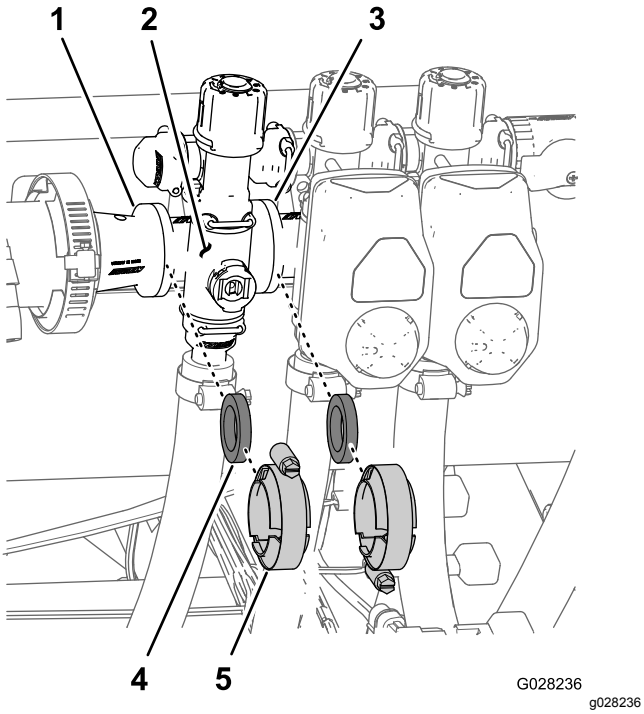

Figur 116
1. Fjern de klemmer og pakninger, der fastgør manifolden til sektionsventilen (Figur 116) til sektionsventilen ved siden af (hvis det er venstre sektionsventil) og reduktionskoblingen.